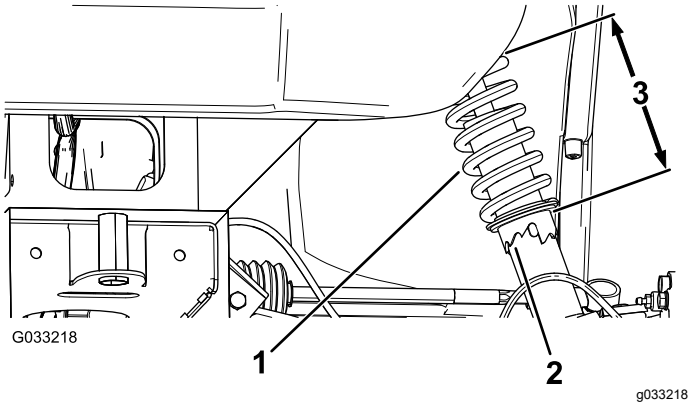

Figuur 46
2. Als de vlucht van het wiel onjuist afgesteld is, draai dan met de schroefsleutel aan de kraag van de schokdemper tot het wiel uitgelijnd is (Figuur 46).